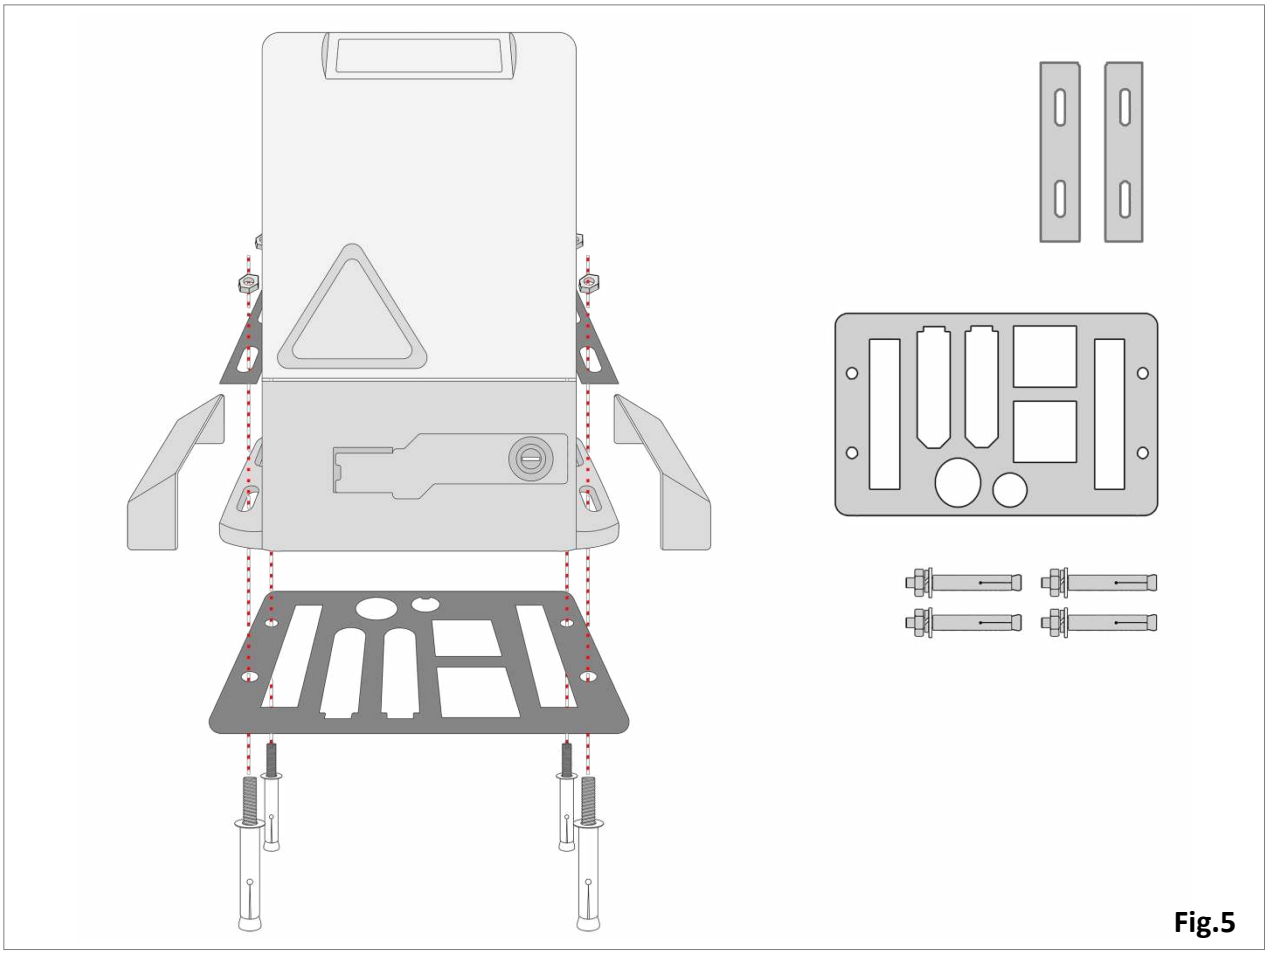

Fig.5
2. Main Motor Installation (Fig.5)
a. Remove the "L" plates from the gate opener. Place the metal base⑦ on the ground and position the gate opener onto the metal base, ensuring that the 4 holes are aligned.
b. Use a marker pen to mark the positions for the 4 holes. Remove the nuts from the bolts and securely install the bolts⑥ into the ground.
c. Place the gate opener onto the bolts protruding from the ground. Attach the metal plates⑤ to the two sides of the opener, and tighten the nuts to secure the opener base.